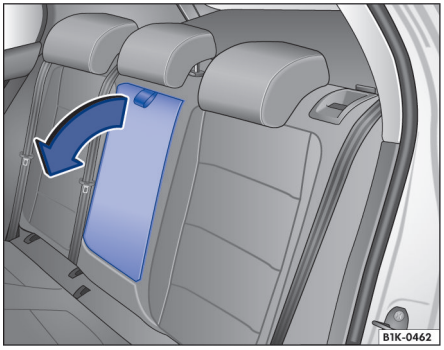

图 60 可翻出式后排座椅中间扶手
– **翻出扶手：**沿箭头方向 →图 60 拉动拉环。
– **翻回扶手：**将中间扶手逆箭头方向 →图 60 向上翻转，压入座椅靠背里即可。